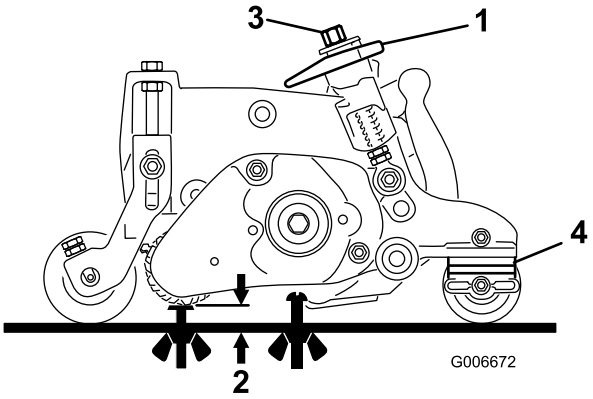

Figura 40
3. Portate le leve rapide (Figura 40) in posizione di inserimento (Engaged – l'impugnatura è rivolta verso la parte anteriore dell'apparato di taglio). **Per impostare la barra di riferimento consultate la tabella dei range di altezze di taglio (HOC) e di grooming (HOG) consigliati.**
4. Da un lato del cilindro grooming, misurate la distanza tra la punta inferiore della lama grooming e la superficie di lavoro (Figura 40). Girate la manopola di regolazione dell'altezza (Figura 40) per sollevare o abbassare la punta della lama grooming all'altezza opportuna.